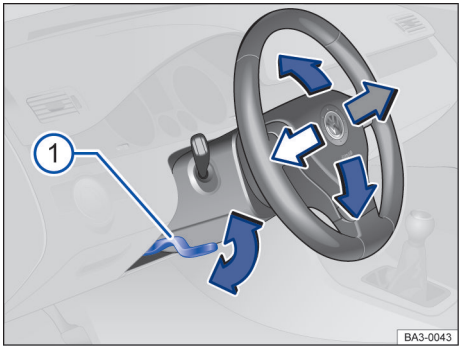

Fig. 61 Embaixo e a esquerda do volante junto com o revestimento da coluna de direção: alavanca de ajuste da posição do volante.
– Empurrar a alavanca para baixo segurando-a pelo seu manípulo → Fig. 61 ①.